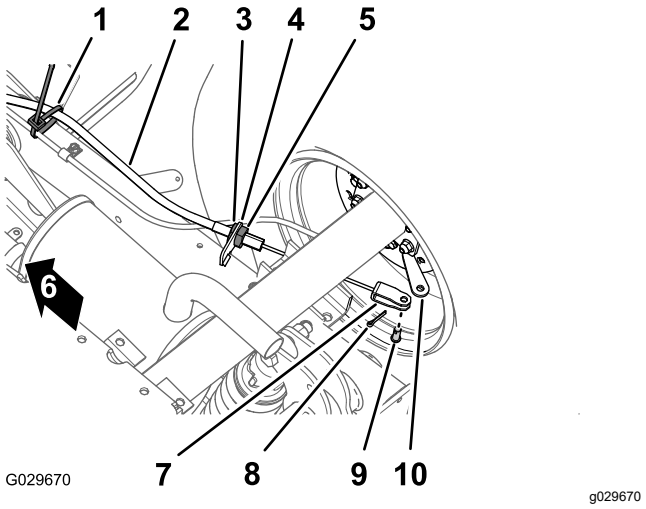

Figur 43
1. Fjern hårnålssplinten som fester støttestangen til braketten på bunnen av setet (Figur 43).
2. Marker en rotasjonsstripe på den fremre låsemutteren for parkeringsbremsekabelen (Figur 43).
3. Løsne den bakre låsemutteren og fjern kabelen fra bremsekabelbraketten (Figur 43).
4. Fjern hårnålssplinten og splittpinnen og som fester splitten for parkeringsbremsekabelen til bremseaktiveringspaken, og skille kabelen fra spaken (Figur 43).
1. Før den gjengede justeringen for parkeringsbremsekabelen til bremsekabelbraketten og splittpinnen til bremseaktiveringsspaken (Figur 43).
3. Innrett den gjengede justeringen for parkeringsbremsekabelen til bremsekabelbraketten og trekk til den bakre låsemutteren (Figur 43).